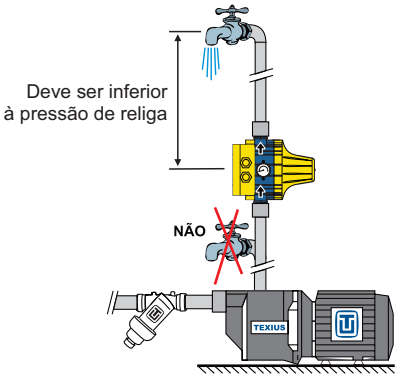

Figura 1
5.1 Não instalar pontos de consumo entre a bomba e o pressostato (ver figura 1)
5.5 Quando houver pontos de consumo acima do pressostato, o desnível máximo entre eles deverá ser inferior à pressão de religa (ver figura 1).